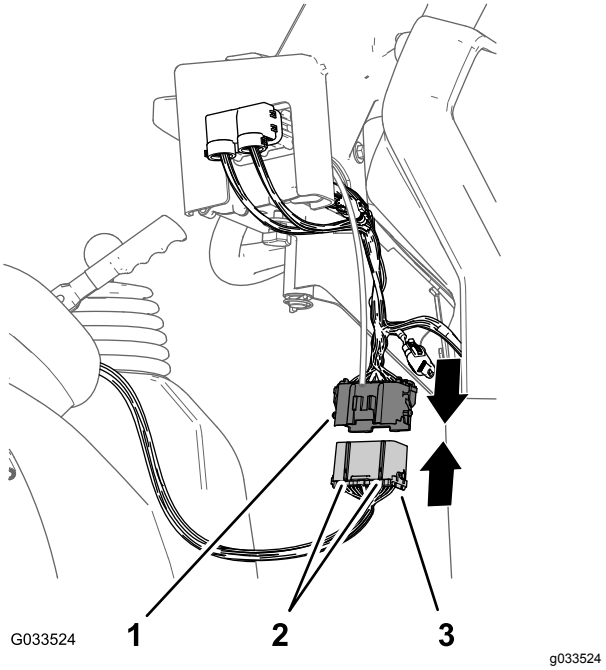

Figur 23
1. Innrett de to sporene i koblingen med 38 pinner på sprederens bakre ledningssats til de to kilesporene i koblingen med 38 sokler på den fremre ledningssatsen, som er koblet til kontrollkonsollen (Figur 23).
2. Koble koblingen til den bakre ledningssatsen på den fremre ledningssatsen helt til låsene på koblingen smekker korrekt sammen (Figur 23).